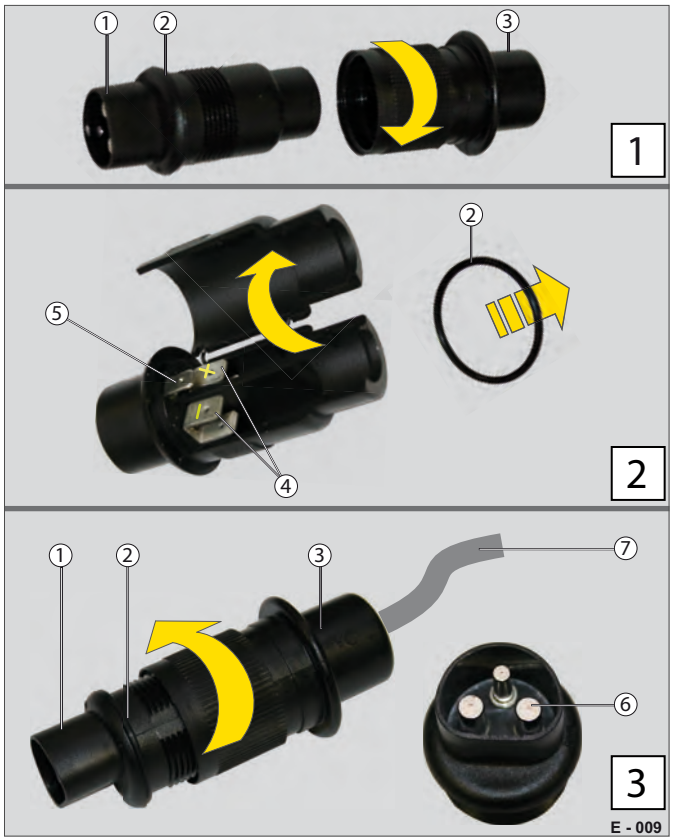

Fig. 9 Ladestik forhåndsmonteret
- ▶ Skru ladestikket fra hinanden (se Fig. 9 /trin 1).
- ▶ Fjern gummitætningsringen (Fig. 9 /2) - (se Fig. 9 /trin 2).
- ▶ Træk stikkets bageste del (Fig. 9 /3) på ladeledningen (Fig. 9 /7).
- ▶ Åbn stikkets forreste del (Fig. 9 /1).
- ▶ Forbind + ledningen med klemme nr. 15/30 og - ledningen med klemme nr. 31 (Fig. 9 /4).
- ▶ Skru stikkets forreste del sammen med stikkets bageste del (se Fig. 9 /trin 3).